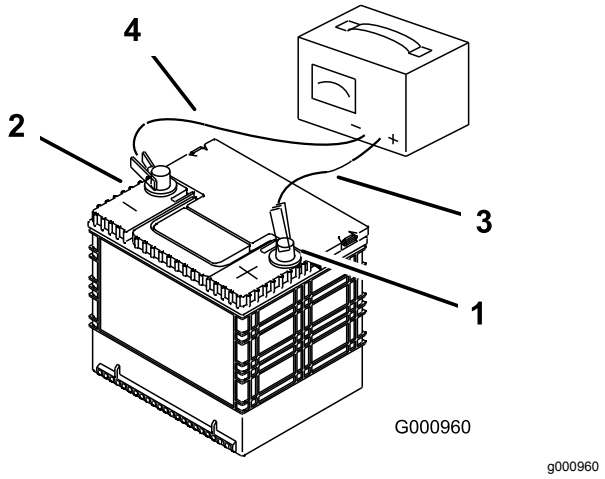

Figur 52
3. När batteriet är fulladdat ska laddaren kopplas bort från eluttaget, och laddningskablarna kopplas bort från batteripolerna (Figur 52).